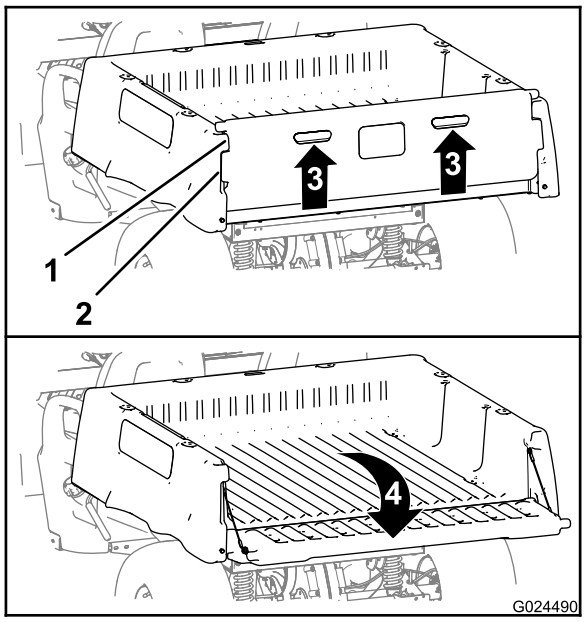

Figura 11
2. Sollevate agendo sugli elementi di spinta sul pannello posteriore della sponda posteriore (Figura 11).
3. Allineate le flange di bloccaggio della sponda posteriore alle apertura tra le flange della sponda stessa del cassone (Figura 11).
4. Ruotate la sponda posteriore indietro e in basso (Figura 11).
6. Ruotate la sponda posteriore in alto e in basso in modo che le flange di bloccaggio della sponda stessa siano a filo con la tasca della sponda nel cassone (Figura 11).
7. Abbassate la sponda posteriore in modo che si posizioni sul retro del cassone (Figura 11).